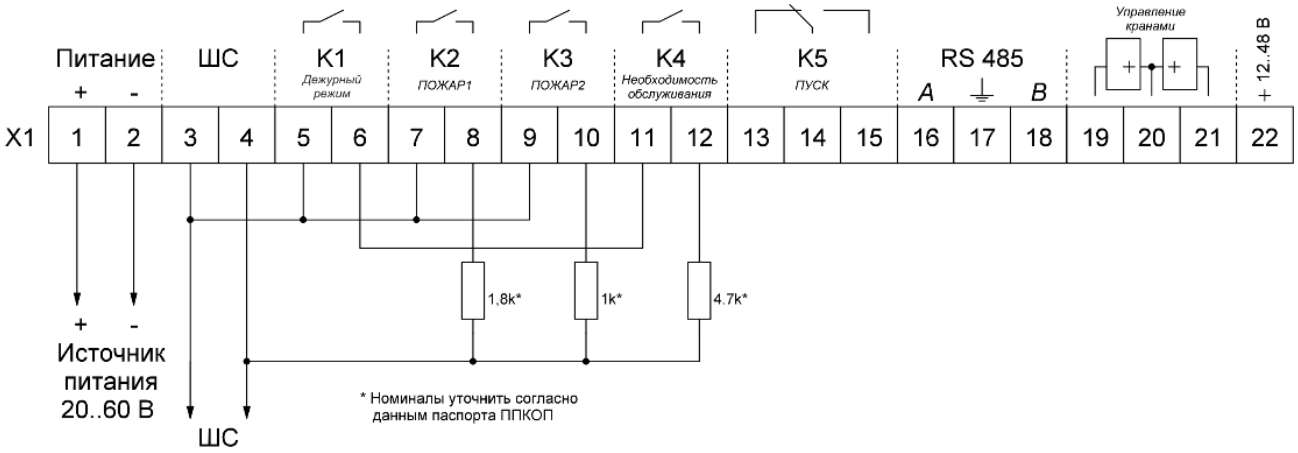

Рисунок 15 – Схема подключения с обобщённым сигналом об обслуживании
19.2 Схема подключения ИПА к ПЦН с уменьшением сопротивления ШС при формировании извещений «Пожар 1», «Пожар 2» с обобщенным сигналом о неисправности при необходимости обслуживания извещателя (рисунок 15).